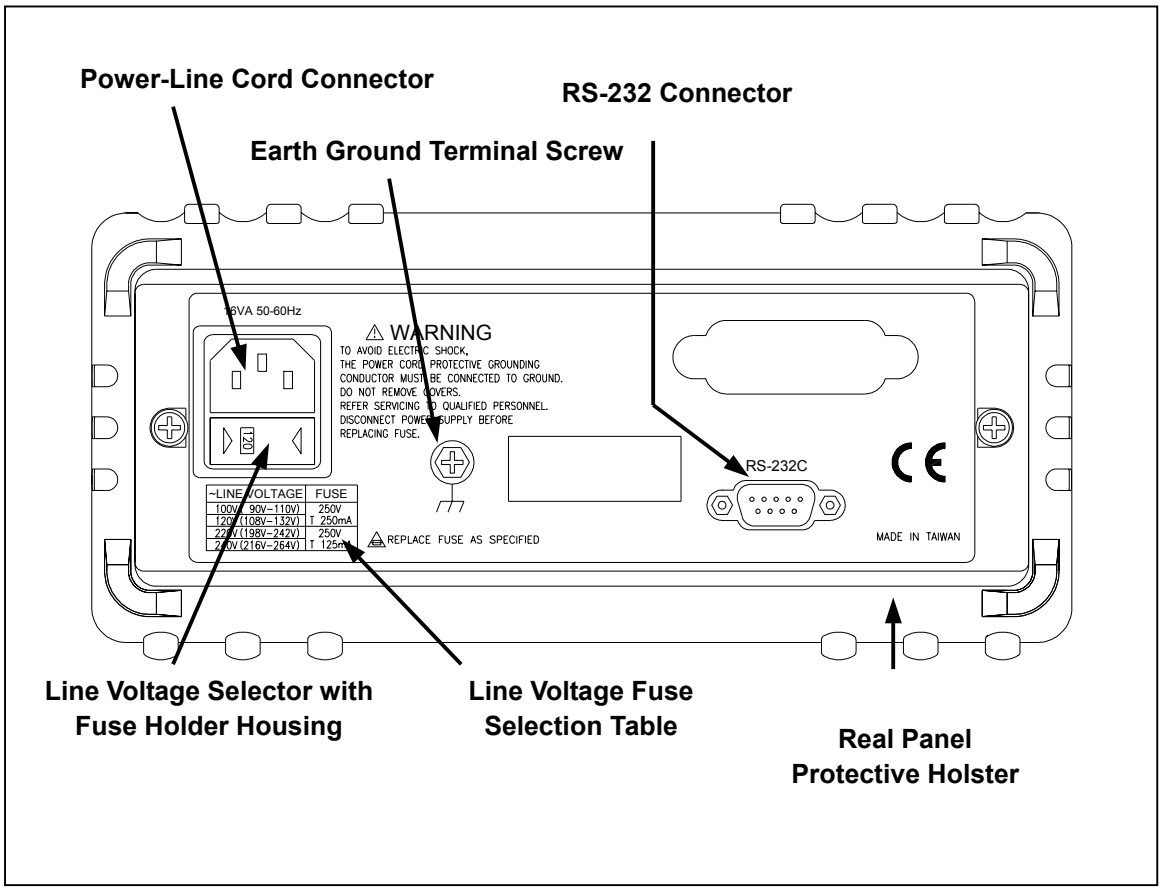

Figure 2-2. Rear Panel
The rear panel (shown in Figure 2-2) contains a line fuse, the power-line cord connector, an RS-232 interface connector.
- Figure 2-2 illustrates the location of the Line Voltage Selector with Fuse Holder housing. If user has already done so, plug the line cord into the connector on the rear of the meter. The meter will operate at any line voltage between 90Vac and 264Vac when "line voltage selector" is set properly, and its frequency range is at 50/60Hz. For operation safety, DO NOT APPLIES a line voltage that exceeds the range specified to line cord connector on the rear panel of the meter.